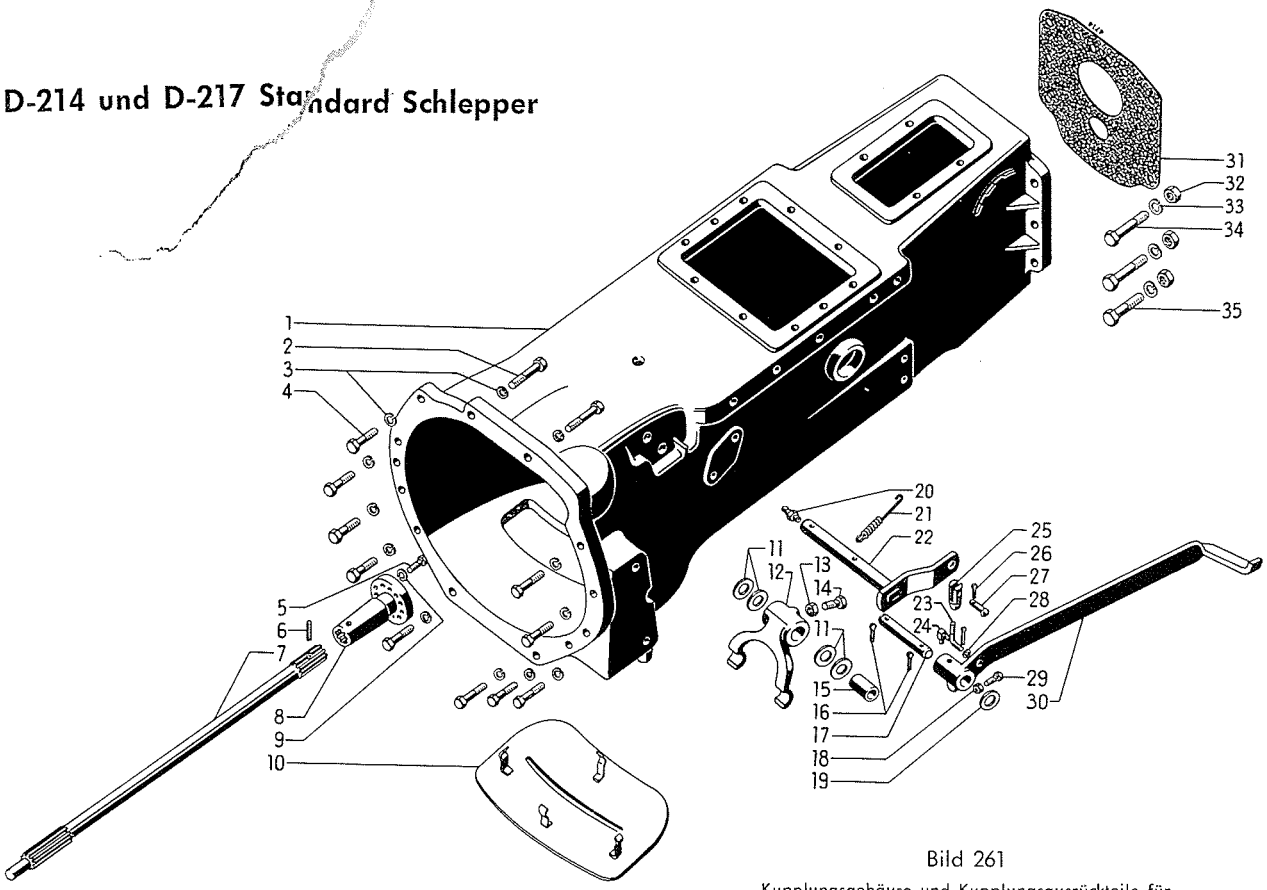
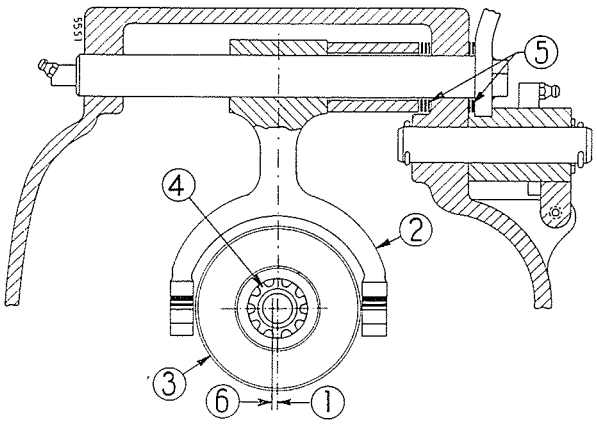

Bild 261
Bild 262
Die Ausrückteile nach Bild 261 wieder einbauen. Hierbei besonders darauf achten, daß die Kupplungsausrückgabel (2), Bild 262, den Ausrücker (3) genau mittig zur Kupplungswelle führt. Differenzen durch Unterlegscheiben (5), die innen oder außen beizufügen sind, ausgleichen.